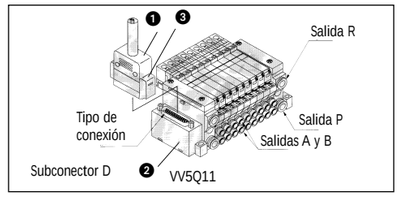

Figura 6
Conexión eléctrica del subconector D (Figura 6)
Inserte el conector ❶ (Figura 6) en el cuerpo ❷ (Figura 6).
Sujeción los dos tornillos de retención ❸ (Figura 6).
1. Suelte los dos tornillos prisioneros 3 (Figura 6) y extraiga el conector ❶ (Figura 6).